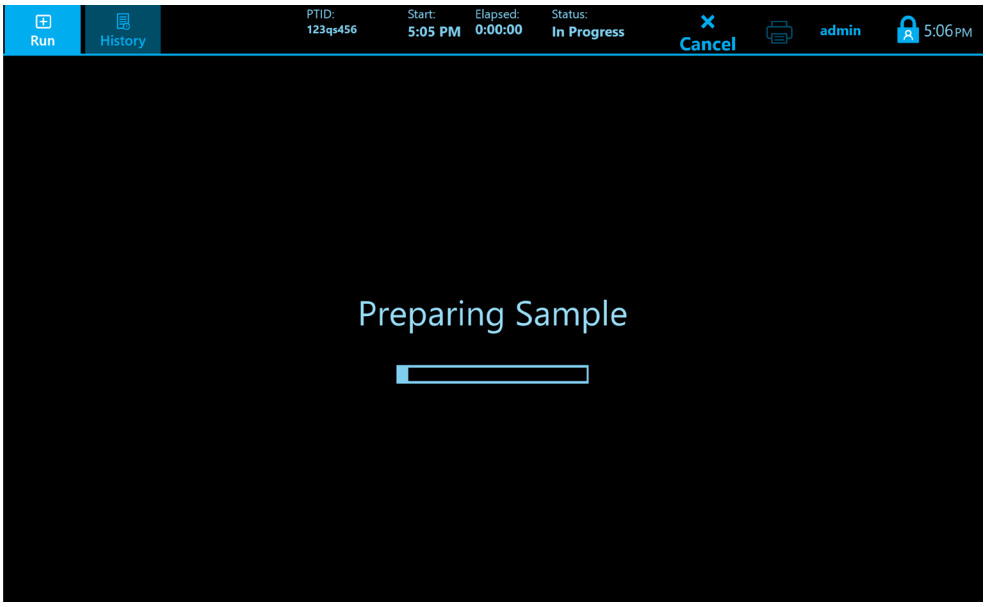

Figure 25. Sample Preparation Screen
7. The screen will display the steps that occur before data acquisition. 1) Preparing Cartridge; 2) Mixing reagents and 3) Preparing Sample (Figure 25). The upper taskbar will show 1) the Patient ID (PTID), the test status ("In Progress"), the time the "Start" button was pressed ("Start hh:mm") and the Elapsed time (Elapsed: mm:ss), which is the time from when the blood mixes with the reagents until the test is completed.